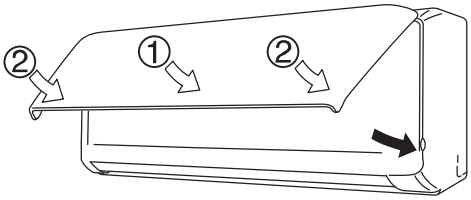

Fig. 1-71
(6) Insert the top of the anti-mold filter, and then secure the bottom of the filter with the protrusions on the unit.
(7) When closing the front panel, push the central part of the front panel first and then press the bottom right and left corners in place until you feel a click. (Fig. 1-71)